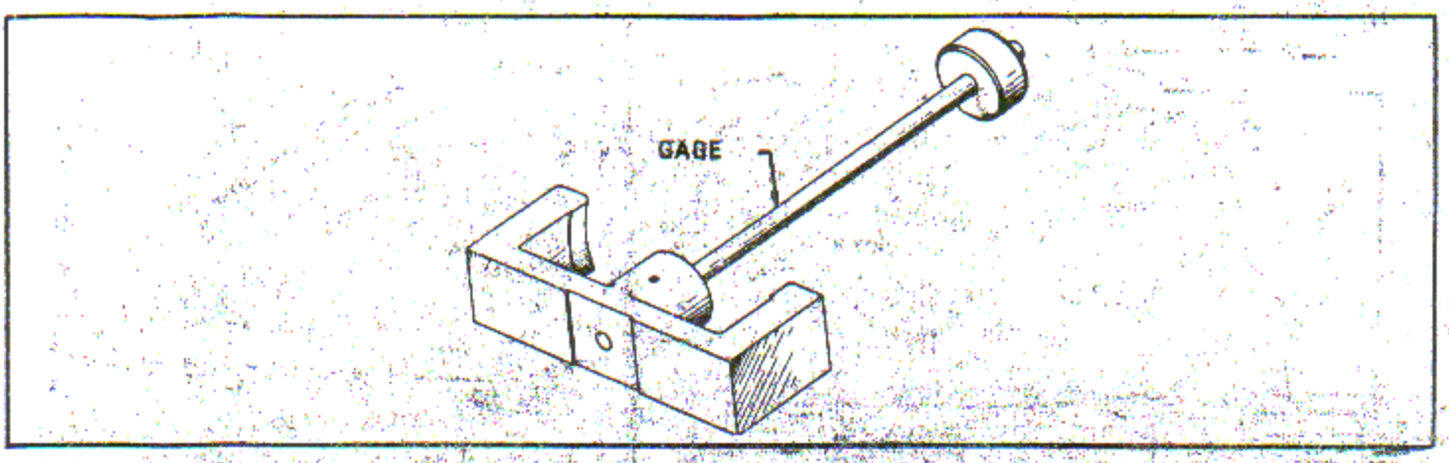

Figure 6-122. Cylinder Barrel Flange to Dome Flush Pin Gage
h. Check the flange to dome dimension with flush pin gage. See figure 6-122.